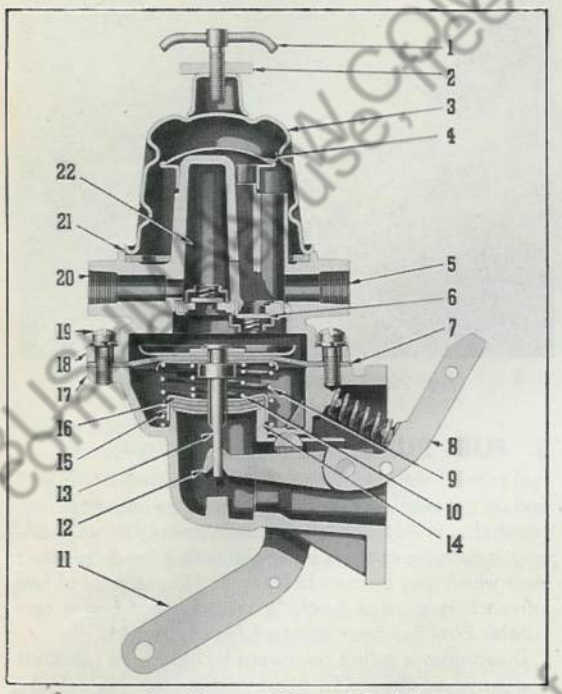

Fig. 21 Sectional View of Fuel Pump
Fuel pump illustrated in Fig. 21 is a diaphragm type and and is mechanically operated from an eccentric on camshaft. In addition to camshaft operation while engine is running, pump is equipped with a hand-operated lever which may be used to pump an initial supply of fuel into carbureter in case vehicle has run out of fuel or carbureter bowl has been emptied for any reason.
D. To Disassemble Fuel Pump—If tests explained previously in this section reveal need of overhauling pump, proceed in following manner: (Refer to Fig. 21)
1. Loosen knurled nut (2) at top of fuel bowl and turn clamp (1) down so that bowl is free to be lifted off.
2. Remove filter screen (4) under fuel bowl at fuel inlet.
3. Remove screws (19) so that upper and lower halves of pump can be taken apart.
4. Press down on diaphragm pull rod (13) and move lower end of rod away from link (12) so as to disconnect rod and link. Diaphragm assembly (7) can now be lifted out of lower half of pump.
E. To Inspect Fuel Pump—After fuel pump has been disassembled, following inspections should be made, replacing any parts not found to be entirely satisfactory: (Refer to Fig. 21)
1. Inspect diaphragm (7) and replace if worn.
2. Inspect linkage and pull rod (13) and replace if worn.
4. Inspect oil seal (15) and replace if worn.
5. Inspect fuel bowl gasket (21) and replace if necessary.
6. Clean strainer (4) or replace as necessary.
F. To Assemble Fuel Pump—Assemble fuel pump in following manner: (Refer to Fig. 21)
1. Install oil seal to diaphragm push rod in following manner: Assemble oil seal spring (10), upper retainer (16), two leather seals (15), and lower retainer (14) with convex side out. This is extremely important in order to prevent any oil working up into pump from the crankcase.
2. Install large diaphragm (7) in lower half of housing. Insert diaphragm assembly in position as shown in Fig. 21. Raise inner end of link (12) with screwdriver and hook diaphragm pull rod (13) to link.